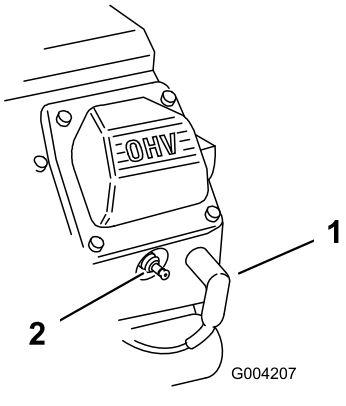

Figuur 48
2. Maak de kabels los van de bougies (Figuur 48).
3. Druk de bougiekabels op de bougies (Figuur 48).